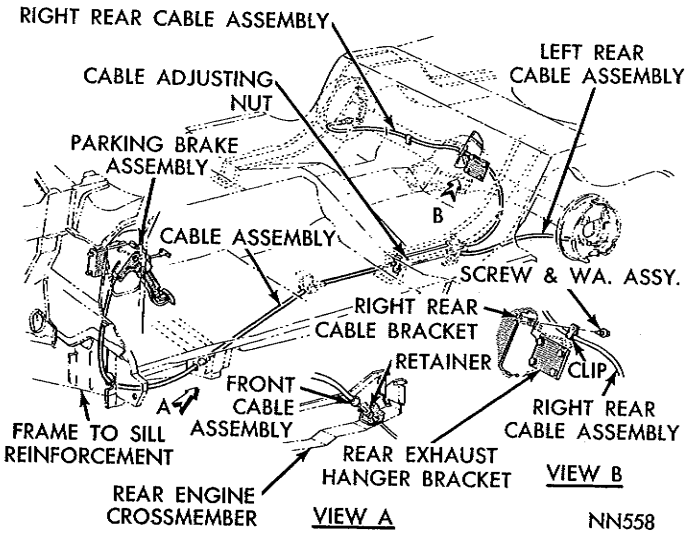

***Fig. 1—Parking Brake Cable Routing (Plymouth)***
(1) Release parking brake lever and loosen cable adjusting nut to insure cable is slack, refer to (Figs. 1 or 2). Before loosening cable adjusting nut, clean threads with wire brush and lubricate with grease.
(2) Tighten cable adjusting nut until a slight drag is felt while rotating wheel, loosen cable adjusting nut until both rear wheels can be rotated freely, then back off cable adjusting nut two full turns.
(3) Apply parking brake several times, then release and test to see that rear wheels rotate freely without dragging.
The independent rear brake cables are attached to an equalizer (Fig. 1). The front cable is adjusted at the equalizer.